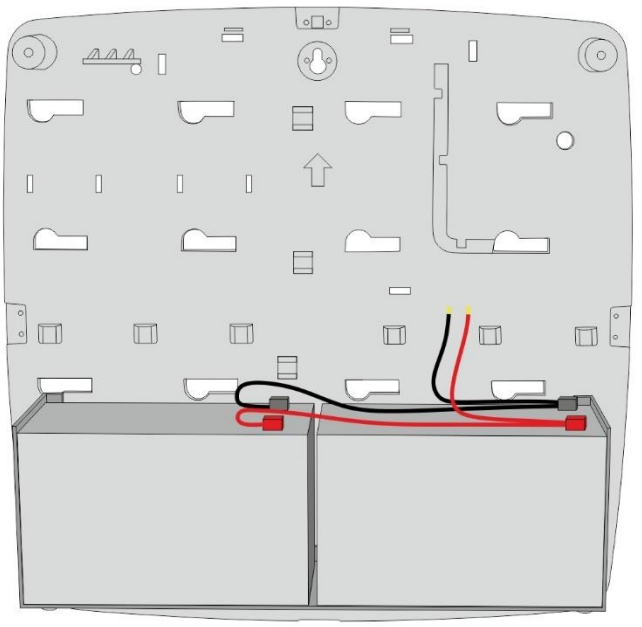

Fig. 2
- Collegare in serie le batterie avendo cura di rispettare la polarità dei morsetti (fig. 2) e completare l'installazione della centrale